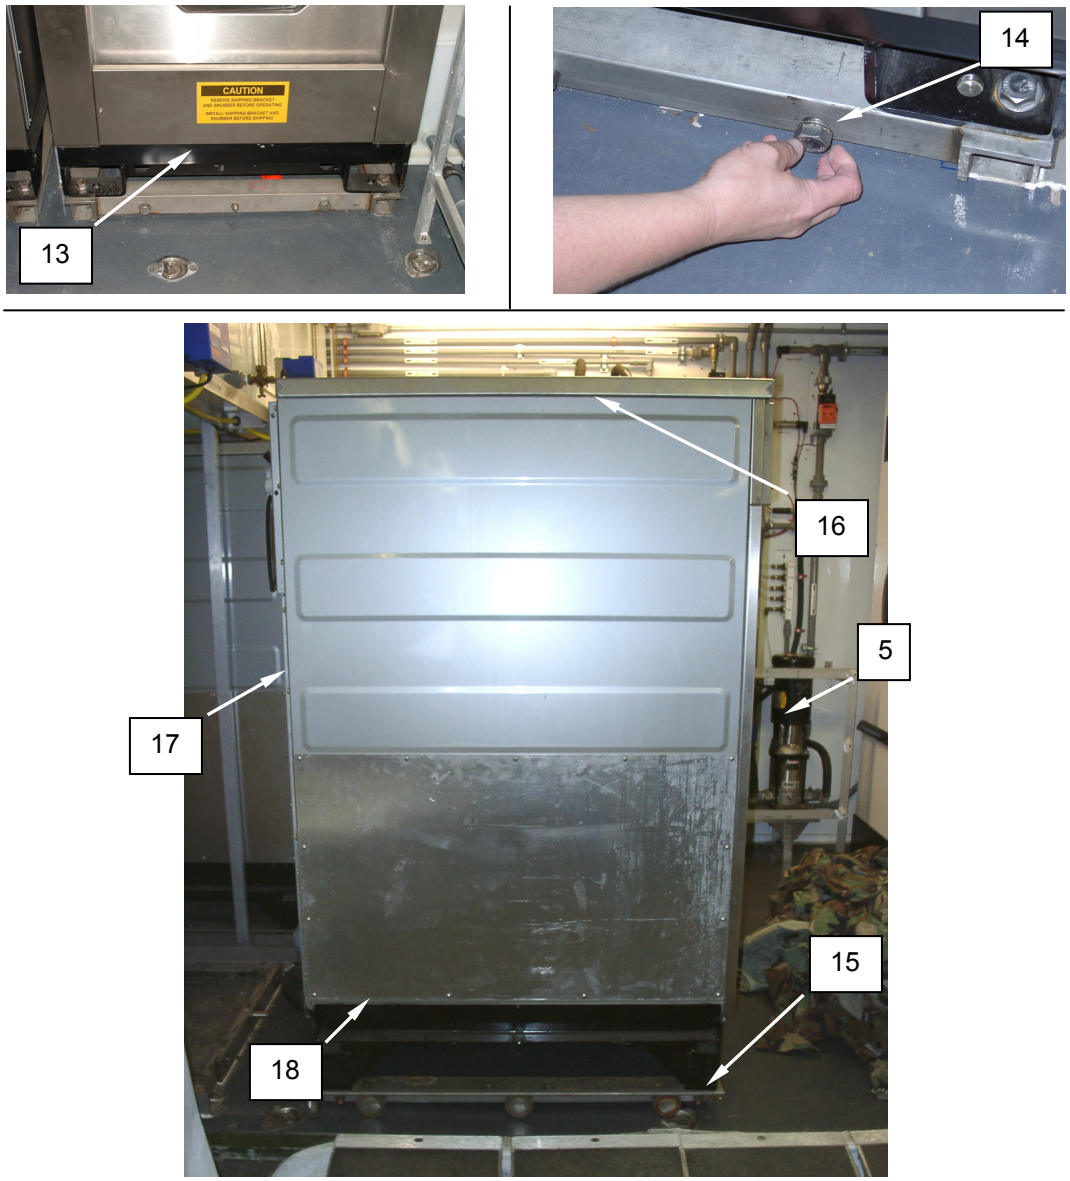

Figure 3. Remove the Washer.
7. Remove the screws retaining the washer kick panel **(Figure 3, Item 13)**, and remove the kick panel.
8. Remove the bolts **(Figure 3, Item 14)** retaining washer casters **(Figure 3, Item 15)**, and pull the washer **(Figure 3, Item 5)** out into laundry operator work space.
9. Remove the two bolts retaining the washer top panel **(Figure 3, Item 16)**.
10. Remove bolts retaining back panel **(Figure 3, Item 17)**, and remove back panel.
11. Remove the bolts retaining the washer side panels **(Figure 3, Item 18)**, and remove the side panels.